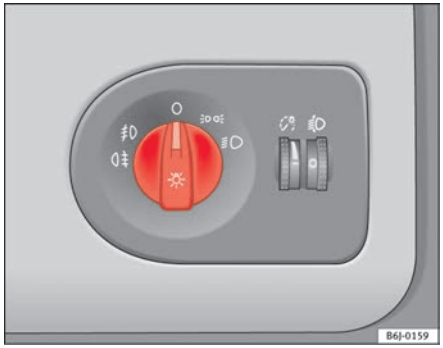

Fig. 51 Detailed view of dash panel: lights, fog light and rear fog light control
– Turn the light switch ⇒ fig. 51 to position ≣D.